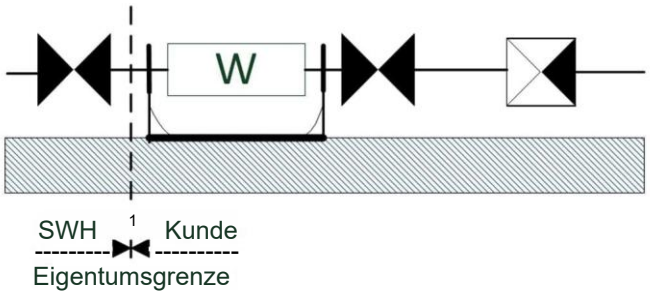

Abbildung 2: Zählereinbauvorrichtung und Eigentumsgrenze
4.2.2.1. Im Versorgungsgebiet der Stadtwerke Heidelberg Netze GmbH besteht die Wasserzähleranlage in Fließrichtung gesehen aus folgenden Einbauteilen (vgl. Abbildung 2):